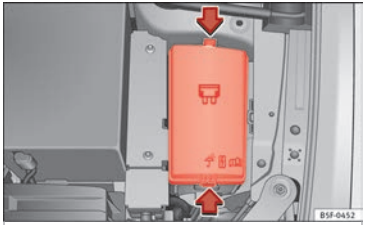

Fig. 103 In the engine compartment: fuse box cover
• Press the locking tabs to release the fuse box cover ››› Fig. 103.